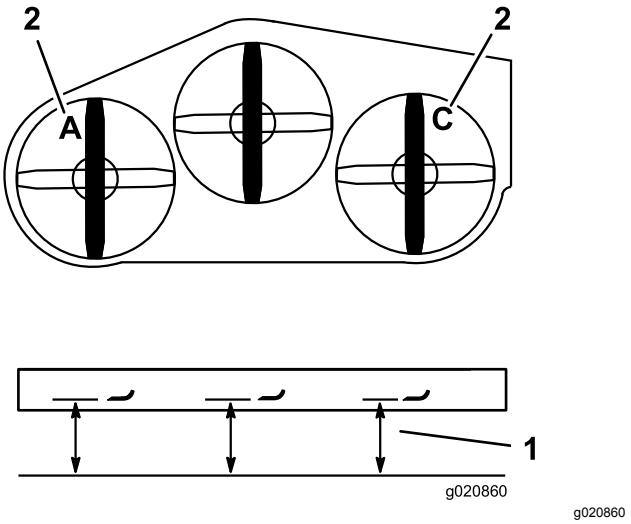

Rysunek 85
3. Dokonaj pomiaru lewego ostrza w położeniu **A** od poziomej powierzchni do krawędzi tnącej przy końcówce ostrza i zapisz wynik pomiaru (Rysunek 85).
4. Dokonaj pomiaru prawego ostrza w położeniu **C** od poziomej powierzchni do krawędzi tnącej przy końcówce ostrza i zapisz wynik pomiaru (Rysunek 85).
7. W celu uzyskania prawidłowej wysokości wykonaj regulację z użyciem śrub regulacyjnych w jarzmach dla punktów **A** oraz **C** (Rysunek 85).
3. Dokonaj pomiaru prawego ostrza w położeniu **C** od poziomej powierzchni do krawędzi tnącej przy końcówce ostrza i zapisz wynik pomiaru (Rysunek 85).